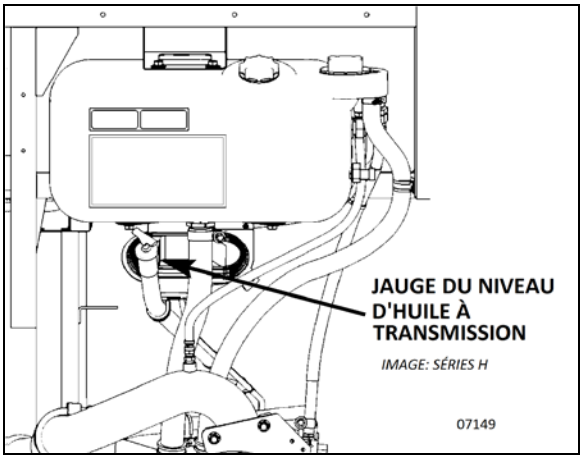

FIGURE 4: JAUGE DU NIVEAU D'HUILE (ALLISON)
Pour accéder à la jauge, ouvrir la porte du compartiment moteur. La jauge se trouve du côté radiateur du moteur (FIGURE 4).
1. Déplacer le véhicule sur une surface de niveau. Sélectionner le point mort (N) et appliquer le frein de stationnement.
2. Laisser le moteur tourner au ralenti (500 - 800 tr/min). Sélectionner le rapport (D) puis la marche arrière (R) pour chasser l'air du circuit hydraulique.
3. Laisser tourner le moteur au ralenti au neutre (N) pendant une minute environ.
4. Pendant que le moteur tourne, enlever la jauge du tube et l'essuyer (FIGURE 4). Introduire la jauge dans le tube de remplissage jusqu'au bout.